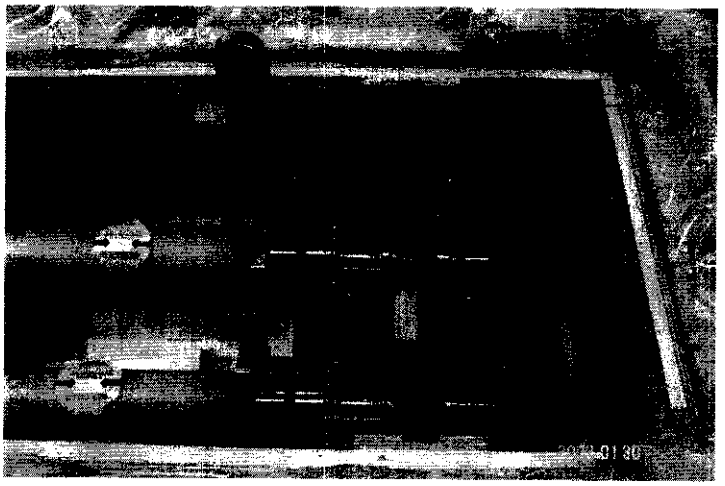

Figure 1.1 The lifting/insertion tool bolted to a power lead in preparation for removing it from the shipping container.
- **1.1** Attach the lifting/insertion tool to the lead flag as shown in Figure 1.1 and remove the lead from the shipping container.